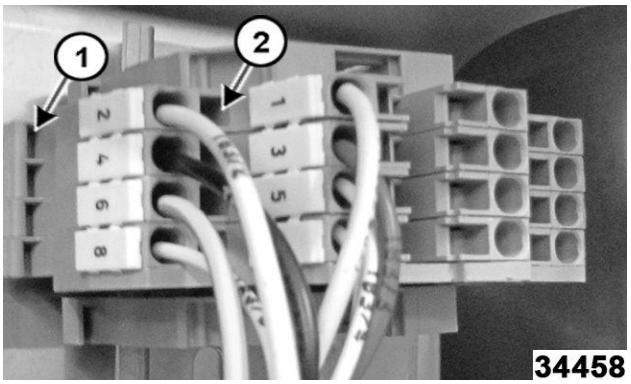

Fig. 85
1. Retire el bloque de terminales WAGO® haciendo palanca hacia afuera en la palanca inferior (1. Fig. 85) para liberar el bloque de terminales del riel.
2. Retire los cables del bloque insertando un destornillador pequeño de punta plana en el cuadrado del orificio del bloque adyacente a la ubicación del cable (2, Fig. 85). Esto comprimirá el resorte interno y soltará el cable.